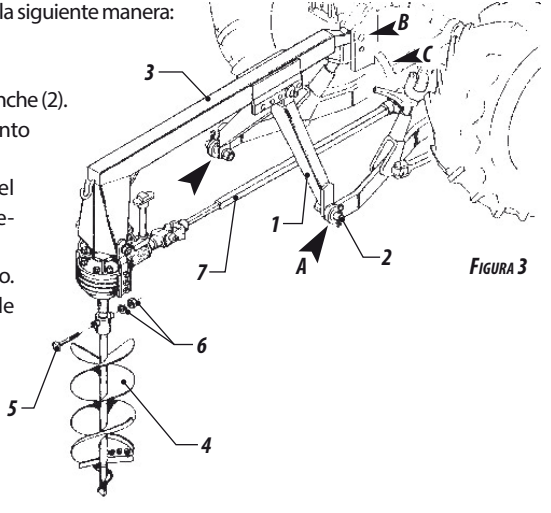

Figura 3
3 - Enganchar el cabezal (1) figura 3, en los brazos inferiores "A" del tractor con los pernos de enganche (2).
- Acoplar la barrena (4), figura 3 en el eje de la caja reductora, y fijar con el tornillo (5), arandela y tuerca (6).